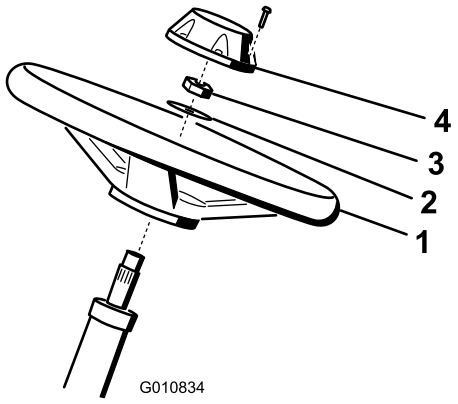

Figur 3
1. Før rattet på rattstangen (Figur 3).
2. Før skiven på rattstangen (Figur 3).
3. Fest rattet til stangen med en låsemutter og stram den til med et moment på 27–35 N·m (Figur 3).
4. Sett lokket på rattet og fest med en skrue (Figur 3).